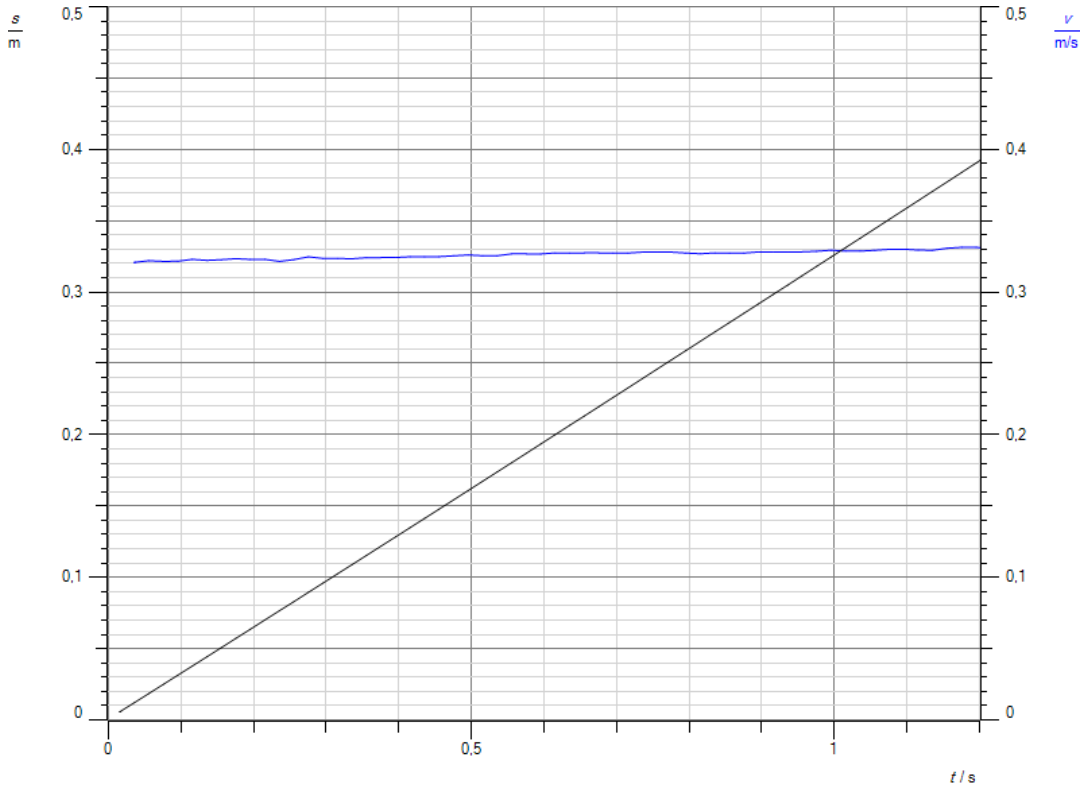

Abb.1: gleichmäßige Bewegung
a. In Abb.1 kann man das s/t-Diagramm durch eine Gerade sehr gut annähern. Die zurückgelegte Strecke nimmt gleichmäßig mit der Zeit zu. Die Geschwindigkeit ist dagegen konstant. Für die Steigung m der s/t-Kurve gilt: